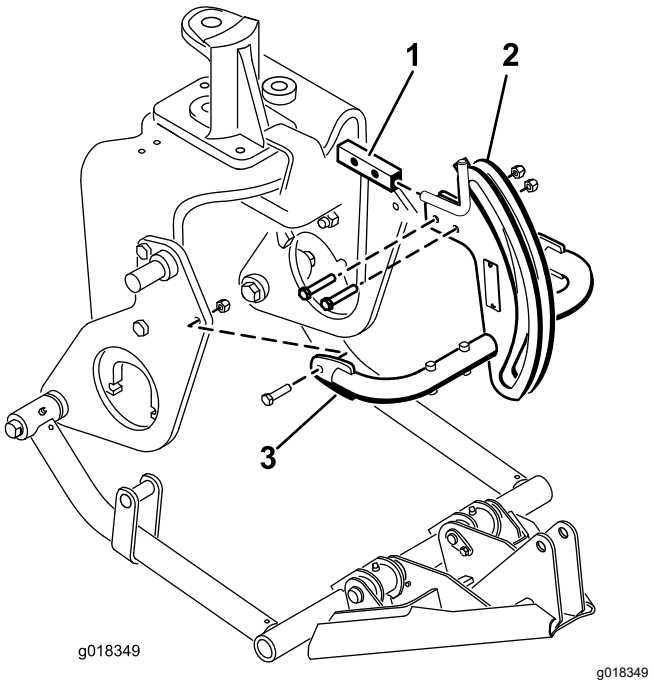

Figura 14
6. Monte la parte superior del bastidor de enganche en el soporte del bastidor de enganche con 2 pernos (⅜" × 2") y tuercas (Figura 14).
7. Monte los tubos del bastidor de enganche en las placas laterales con pernos (⅜" × 1½") y tuercas (Figura 14), y apriete las fijaciones.